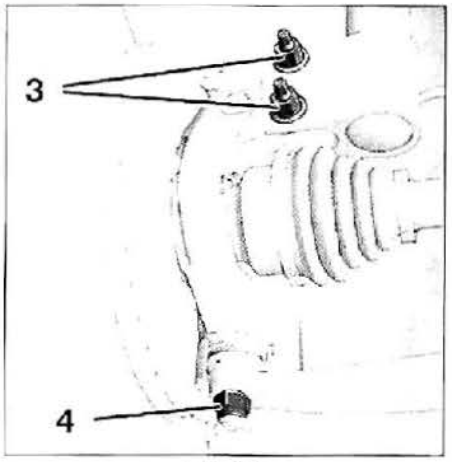

FIG. 10
• Desmontar la tuerca (2).
• Separar la rótula de dirección (con el útil ref. 1892-T, por ejemplo).
• Desmontar la tuerca (4) **(fig. 10).**